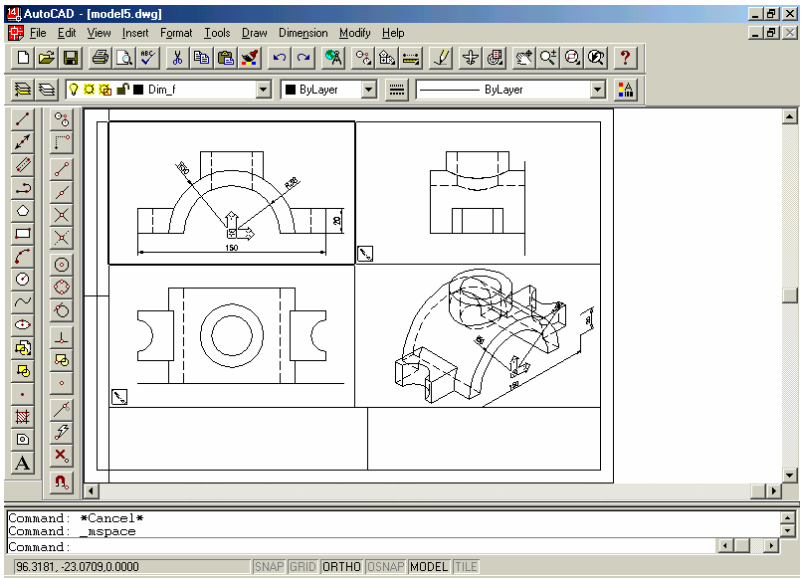

Fig. 12.27 Înscrierea cotelor pe proiecția principală (layer-ul *Dim_f*)
11. Înscrierea cotelor corespunzătoare fiecărei proiecții, având grijă ca în fereastra respectivă să fie curent layer-ul corespunzator acestei operații (de ex. Dim_f, pentru cotarea vederii principale). De asemenea, planul XOY să fie afişat pe fiecare fereastră ce se cotează (fig. 12.27);